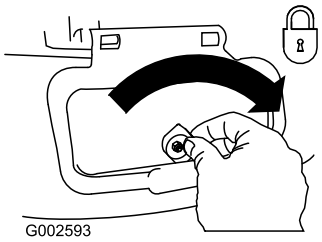

Figur 31
**Viktigt: Lås fast sidoutkastarluckan när du har stängt den (Figur 31).**